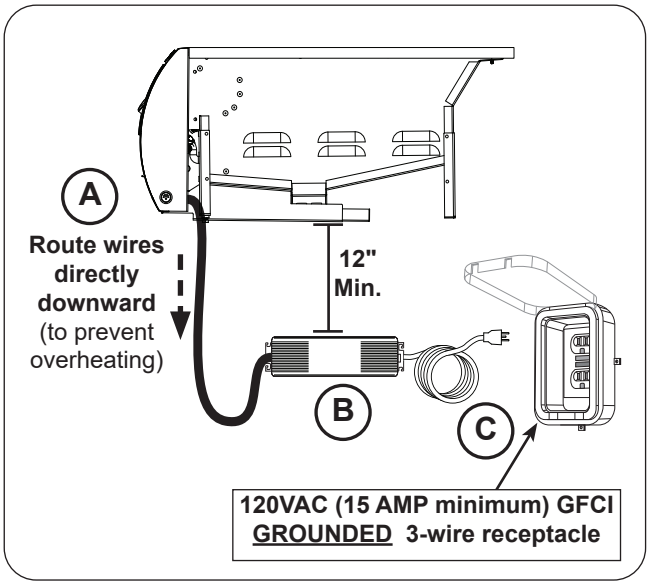

Fig. 29-1 Power supply installation
1. Route the wire harness extension below the control panel and directly downward. This will prevent overheating. **DO NOT** route the wire extension below the griddle. See Fig. 29-1, A.
2. Mount the power supply to the inside of the enclosure using appropriate hardware for your enclosure. See Fig. 29-1, B. **The power supply MUST BE:**
3. Connect the cord coming from the power supply to a **120VAC (15 AMP minimum) GFCI GROUNDED three-wire receptacle** (see Fig. 29-1, C). The GFCI receptacle must be a WEATHER-PROOF IN-USE COVERED RECEPTACLE.